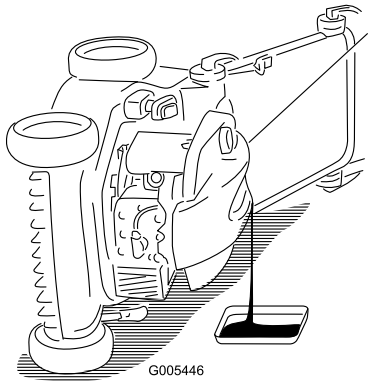

Figur 23
5. Fjern målepinden fra oliepåfyldningsrøret, og anbring en dræningsbakke ved siden af plæneklipperens **venstre** side (Figur 23).